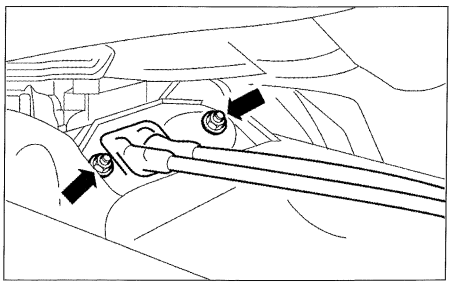

FIG. 11
• Desmontar las fijaciones del soporte de cables **(fig. 11)**, y separar los cables tirando de ellos a partir del habitáculo.